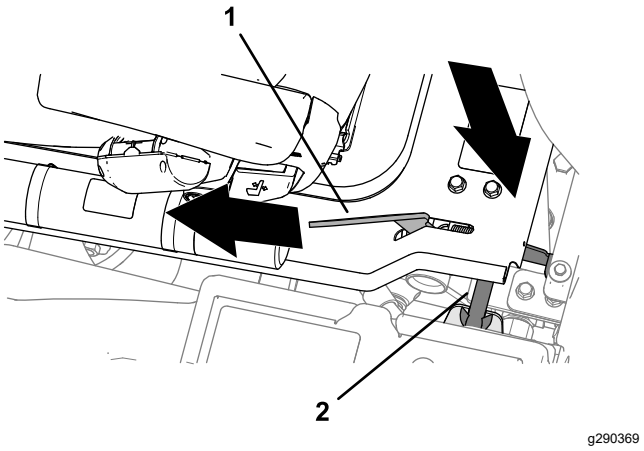

**Figur 51**
2. Når platformen nærmer sig den helt sænkede position, skal du flytte platformens låsehåndtag (Figur 51) mod maskinens forende.